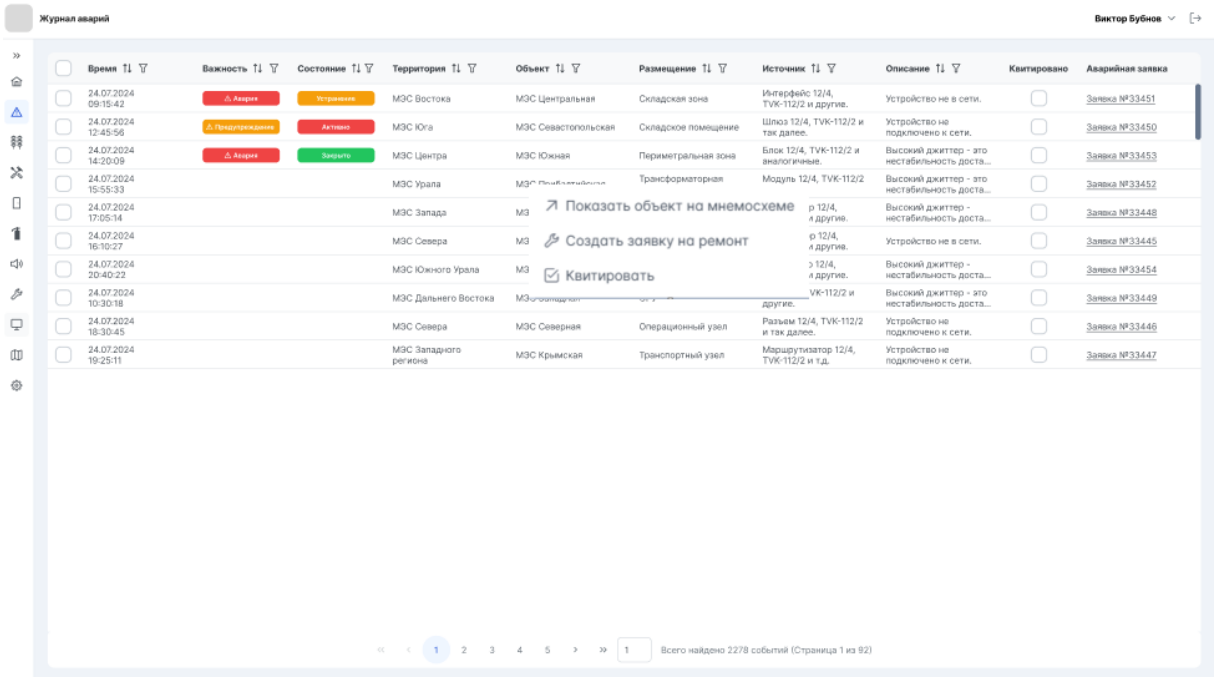
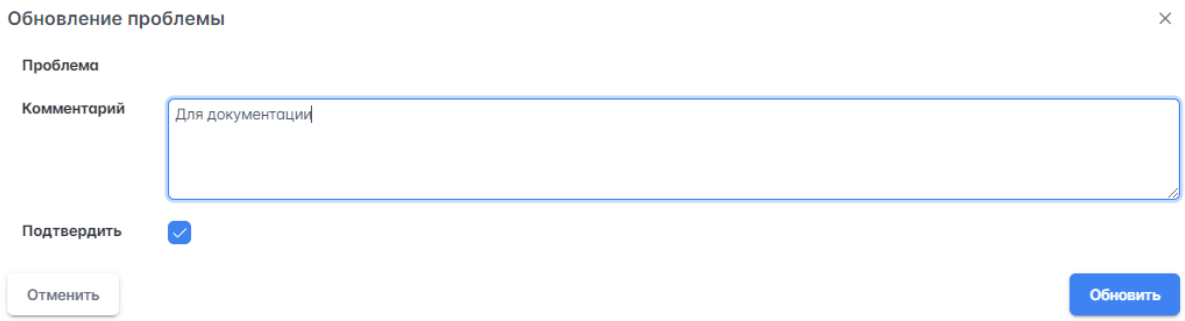

Рисунок 14 – Контекстное меню события
Рисунок 15 – Квитирование события
1) Нажать ПКМ по строке события, откроется контекстное меню (рисунок 14).
контекстное меню (рисунок 14), в котором нажать ЛКМ на поле "Квитировать". Откроется диалоговое окно "Обновление проблемы" (рисунок 15).
2) Нажать ПКМ по строке любого выделенного события, откроется контекстное меню (рисунок 14).